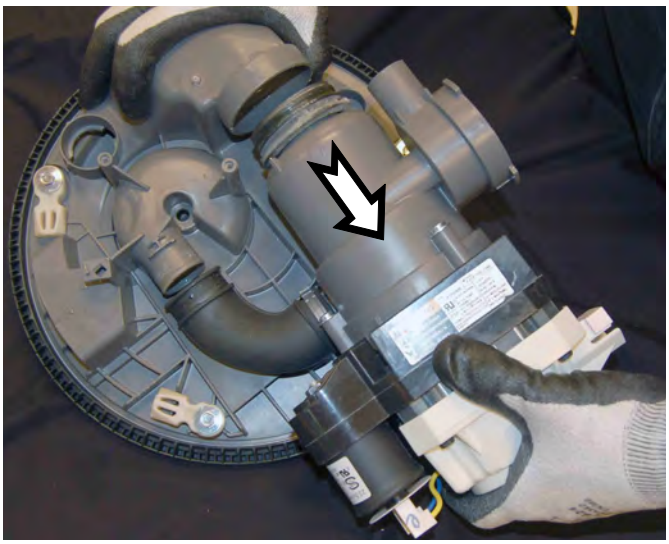

Figure 5
6. Remove wash motor and filter assembly from sump (see Figure 5).